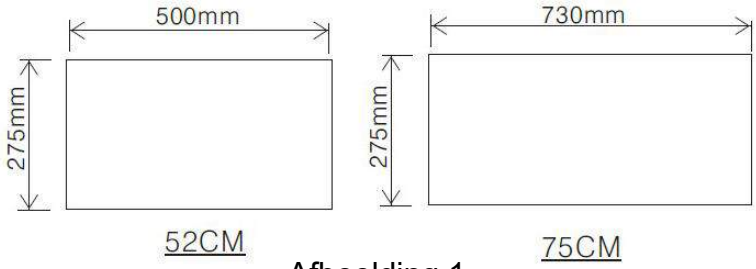

Afbeelding 1
2. Boor een gat in de kastombouw met een gatwijdte van 500 * 275 (mm) voor 52 cm en 730 * 275 (mm) voor het type van 75 cm. Afbeelding 1. Zorg ervoor dat de rand van het gat naar de rand van de kastombouw minstens een afstand heeft van 35 mm.